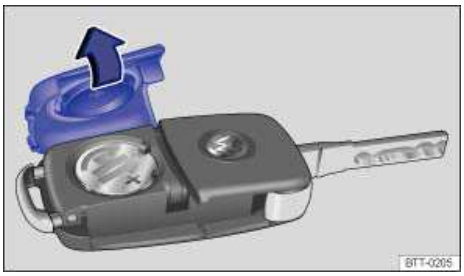

Fig. 19 Remote control vehicle key: Open battery compartment cover.
The battery is on the back of the remote control vehicle key under a cover ⇒ fig. 19.
- Remove the cover on the back of the remote control vehicle key ⇒ fig. 19 in the direction of the arrow ⇒ ⓘ.
- Position the cover as shown ⇒ fig. 19 and press it down (opposite to direction of the arrow) until you hear it click into place.